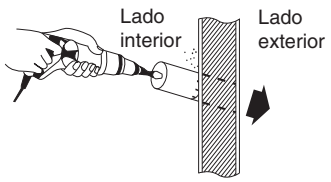

Fig. 3-7
(4) Corte uma abertura na parede utilizando um serrote de ponta, um serrote para abertura de furos de fechaduras ou perfuradora. Consulte a Tabela 3-1 e a Fig. 3-7.